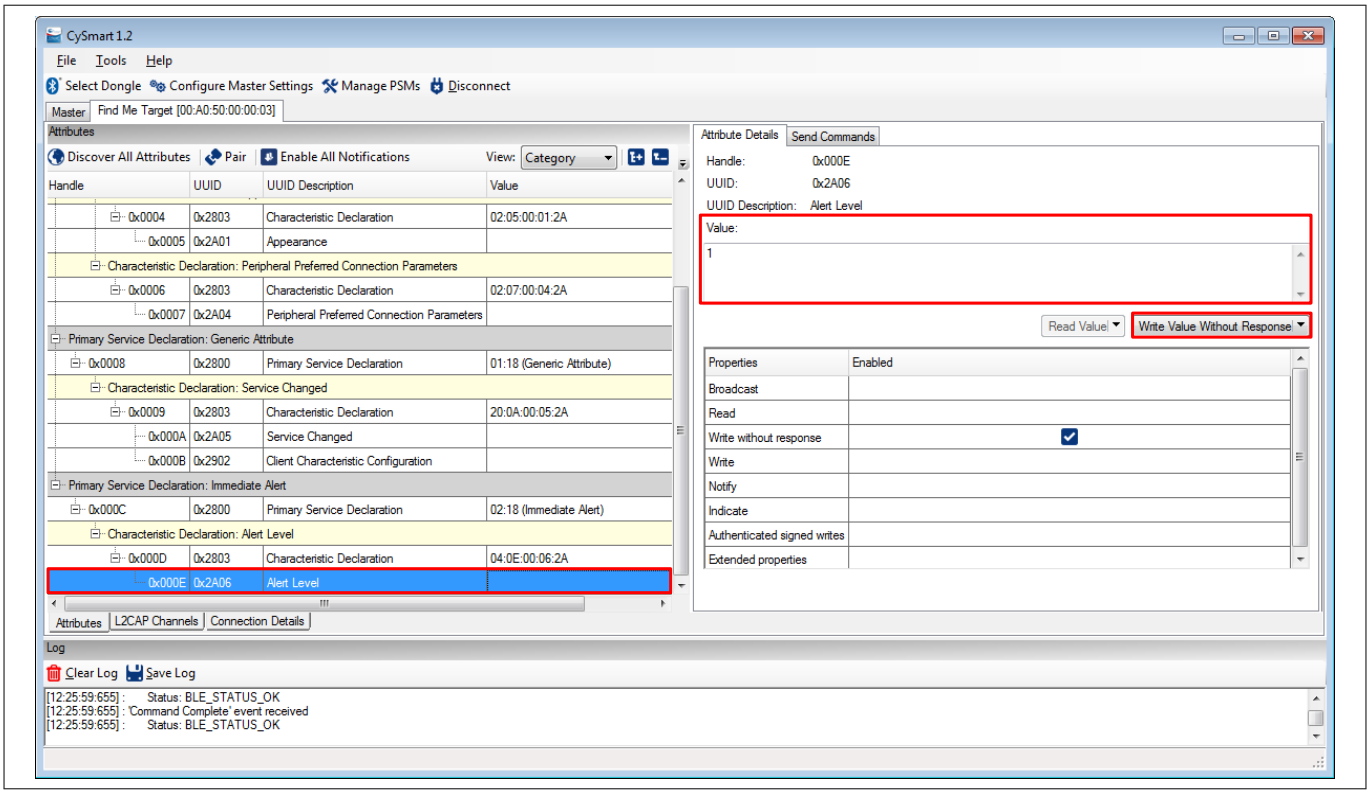

図 60 CySmart ホスト エミュレーション ツールでのテスト
- **Attributes** ウィンドウをスクロールダウンし、**Immediate Alert** サービスのフィールドを探します。図 60 に示すように、**Immediate Alert** サービスの下の **Alert Level** 特性に 0、1、または 2 の値のいずれかを書き込みます。アラートレベル特性の設定ごとに、ご使用のデバイス上の LED 状態変化を観察します。